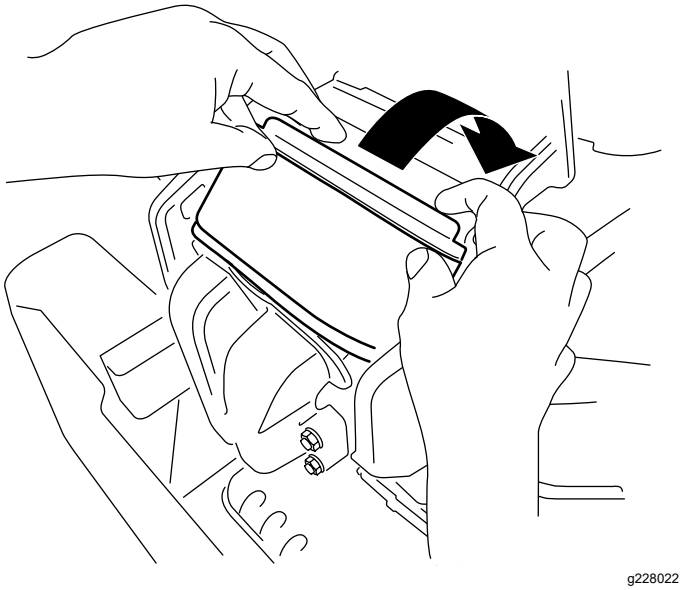

Figura 44
3. Rotii filtrul în jos, în cameră, apoi aezai-l complet pe colector (Figura 44).